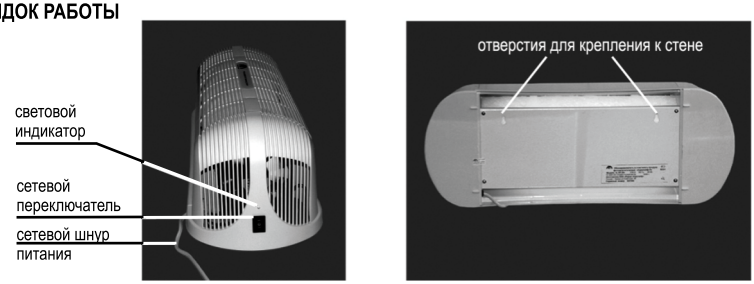

рис. 2
6.5. Установку рекомендуется размещать на горизонтальной или вертикальной поверхности (смотри рис. 1 на стр. 7). Для вертикального крепления на задней стенке имеются специальные отверстия (смотри рис. 2 на стр. 8). Не рекомендуется располагать установку вблизи оконных и дверных проемов, а также менее чем 0.3 м от края стен или перегородок.
7.1. Включить сетевой шнур в розетку напряжением 220 В. рис. 2